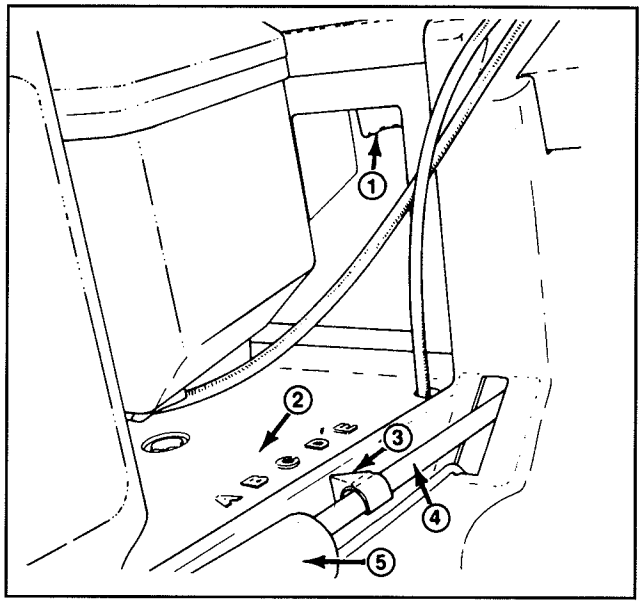

Figure 14
2. Avec un ou deux doigts, pincer le levier de réglage de la hauteur de coupe (fig. 14).